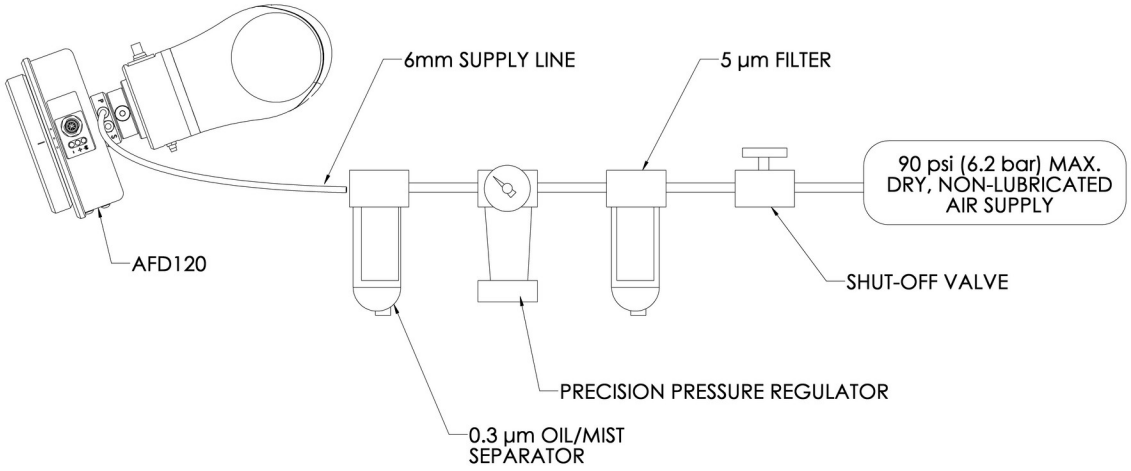

Figure 8: Pneumatic configuration
-1 or -2 mounting flange is aligned and positioned into the mounting bracket such that the THRU holes are aligned. At that point, the M8x1.25 shoulder bolt should be inserted and threaded into the AFD120 mounting bracket to tighten the assembly as shown in Figure 8. This bolt should be torqued to 40N-m (30ft-lbs).
The pneumatic supply system should be configured as shown in Figure 8.
Under most circumstances the standard internal purge will provide sufficient air to keep the 120 *Series* free of contaminates. In applications where the environment contains very small suspended particulate matter, additional purge air flow must be used to ensure that the AFD remains clear of foreign matter. An auxiliary Purge Port on the 120 *Series* (See Figure 8) provides a pneumatic connection to supply this additional air flow. The port accepts a metric R 1/8 tapered pneumatic fitting. PushCorp can provide fittings for english or metric tubing. The input pressure to the purge port can range from 10 PSI to 60 PSI (0.7 – 4.1 bar) with a flow rate of 0.5 to 2.0 SCFM (14 – 56 l/min) depending on the application. The purge air must be dry and non-lubricated, however it need only be filtered to 20 microns.